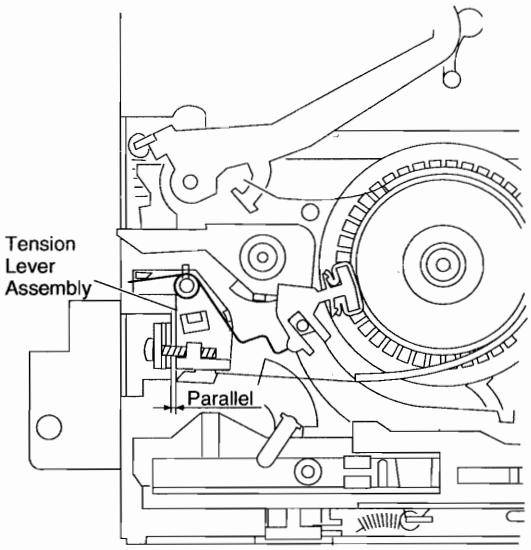

Fig. AL7
1. Ensure that Tension Lever Assembly is positioned parallel to the chassis' notch as shown in Fig. AL7. This measurement can be made by eye.